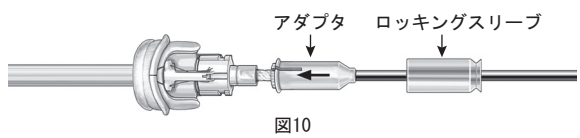

図10
13. 歯車状になっているアダプタが、受け側の歯車状であるホルダー内でうまくおさまるまで、デリバリーシステムのバルーンを弁のホルダー内へ挿入します。歯車の形を一致させるためには、わずかに回転させることが必要な場合もあります（図10）。